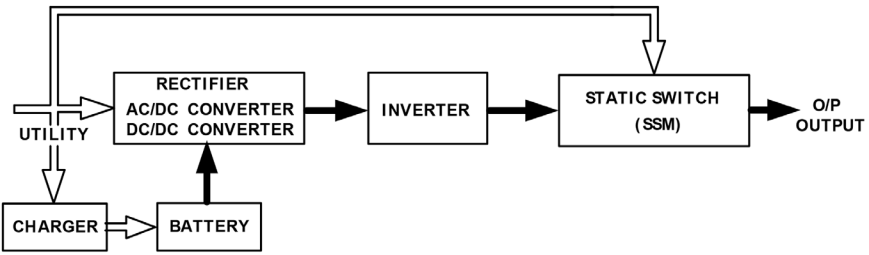

*Abbildung 5.3*
3. Im Falle einer Störung funktioniert die USV wie in Abbildung 5.3 dargestellt. Wenn die Batterien erschöpft sind, läutet das akustische Meldegerät kontinuierlich bis die Batterien vollkommen erschöpft sind. Durch das Schutzsystem der USV kann die Stromversorgung auf einer bestimmten Stufe ausgeschaltet werden, um die Batterien nicht vollkommen zu entladen.